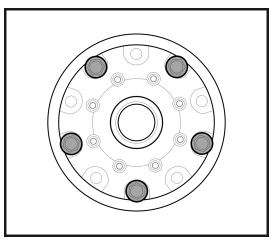

Рис. 12
- *Предварительно вкрутите **пять** болтов и затяните их до плотного прилегания шестерни к корпусу, без фиксатора резьбы и без достижения окончательного момента затяжки. Отметьте маркером каждый предварительно вкрученный болт. На следующем шаге эти болты потребуется выкрутить. (**Рис. 12**)*